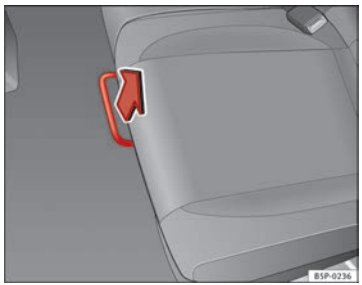

Abb. 95 Entriegelungsstange für den Rücksitz
– Entriegeln Sie den Hebel in sitzender Position in Richtung des Pfeils ⇒Abb. 95.